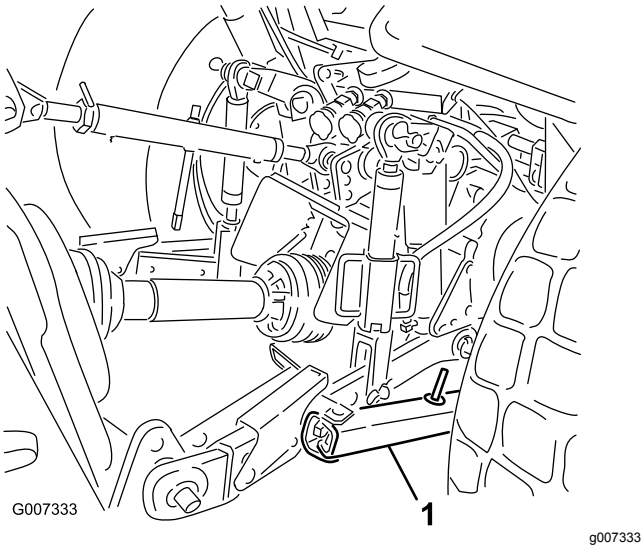

Figur 28
1. Juster svingarmene på de nedre løftearmene for å minimere svingningen på tvers til maksimum 25 mm på hver side (Figur 28).